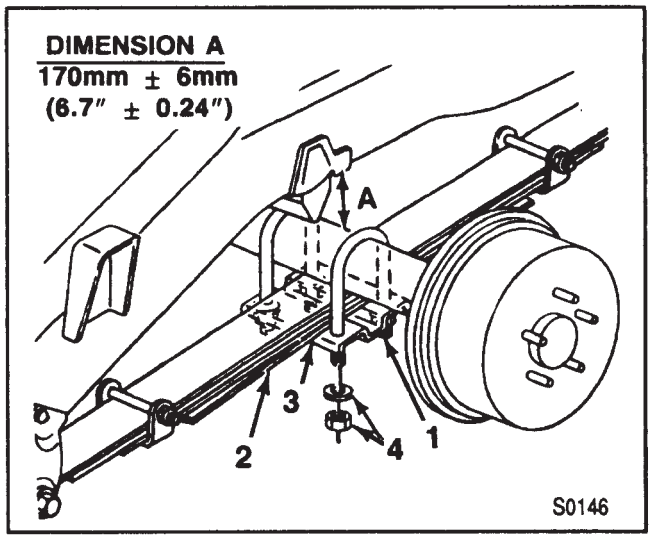

Figure 4—U-Bolt Torque Sequence
Tighten (Figure 4)
- U-bolt nuts (15) to 25 N·m (18 ft. lbs.) in sequence initially (figure 4).
- Then U-bolt nuts (15) to 115 N·m (85 ft. lbs.) in sequence.